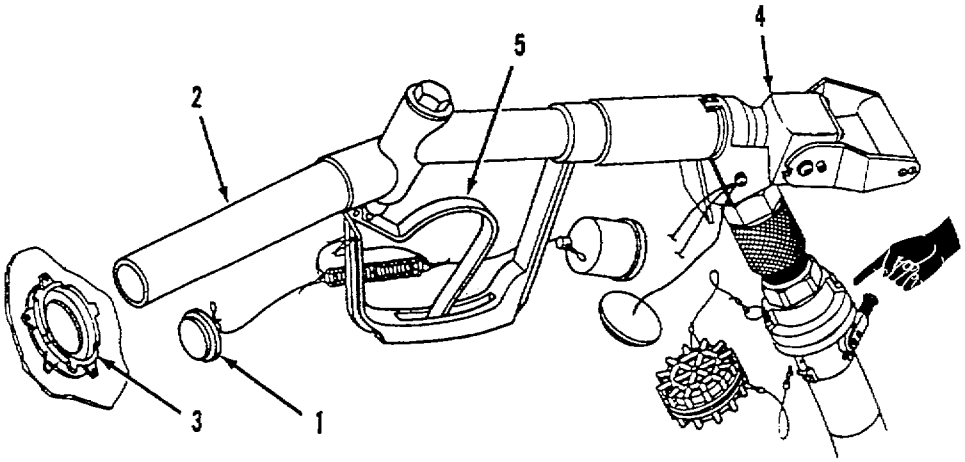

Figure 2-15. Open Port Nozzle Operation.
e. Open Port Nozzle Operation. Refer to figure 2-15. The open port nozzle must be connected to the CCR nozzle prior to operation. The CCR nozzle reduces system fuel pressure to the open port nozzle to prevent excessive fuel flow to the aircraft.
(1) Remove dust cover (1) from end of discharge tube (2).
(2) Place end of discharge tube (2) in fuel tank adapter (3).
(3) Set CCR Nozzle (4) to OPEN. Refer to TM 10-4930-248-13&P.
(4) Squeeze control handle (5) to dispense fuel.
(5) When fuel tank is full, release control handle (5).
(6) Remove end of discharge tube (2) from fuel tank adapter (3).
(7) Set CCR nozzle (4) to CLOSE. Refer to TM 10-4930-248-13&P.
(8) Install dust cover (1) on end of discharge tube (2).